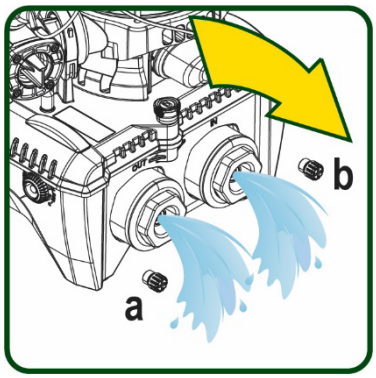

Abbildung 20
5. Entfernen Sie die beiden Abflussstopfen am Dock und lassen Sie das Wasser im Inneren (etwa 11 Liter) aus beiden ablaufen; Abb.20.